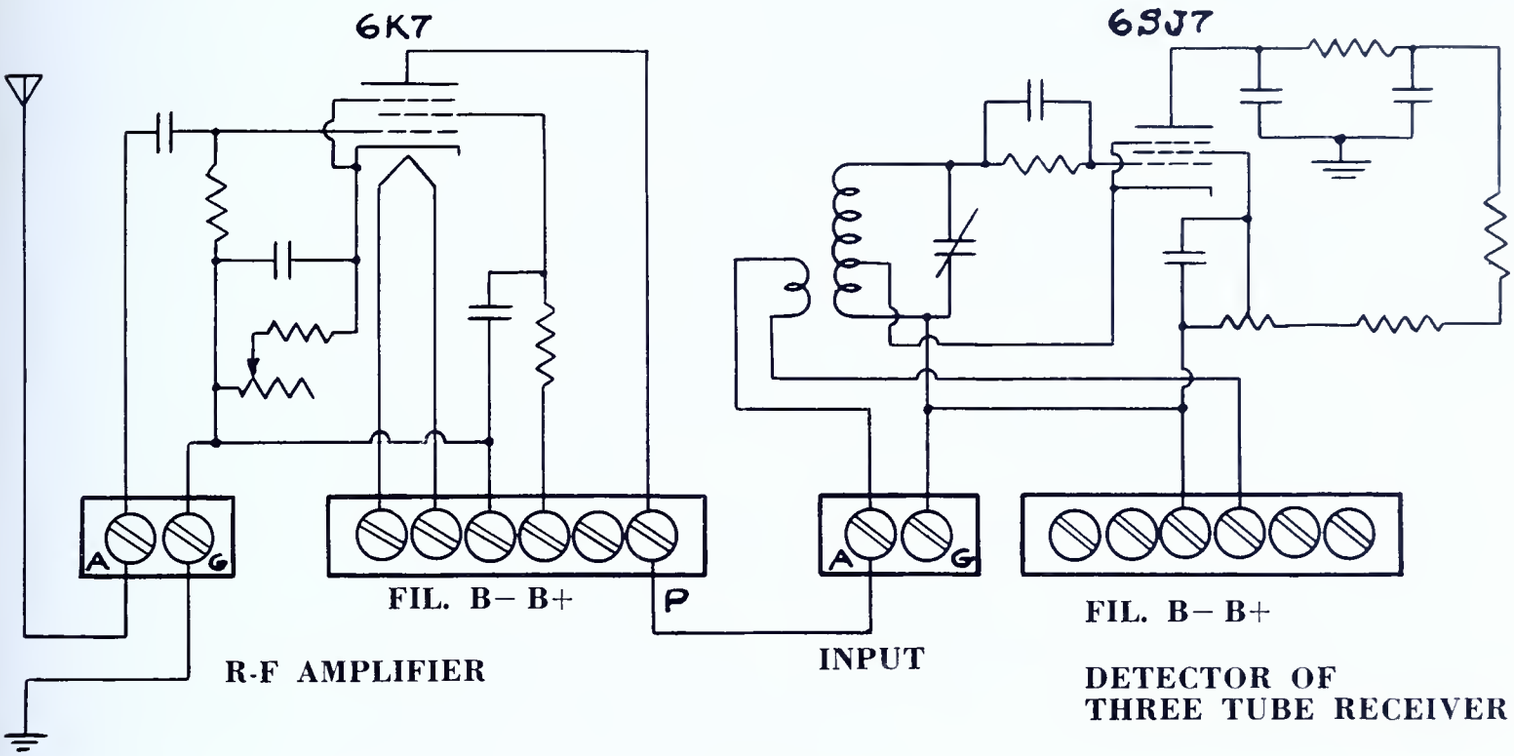

FIG. 5
The r-f amplifier functions as follows: (Refer to Fig. 1) The r-f signal from the antenna is coupled to the grid of the 6K7 by the .001 mfd. capacitor. This capacitor isolates the grid from d-c or a-c power voltages which may accidentally be applied to the antenna and thus prevents damage to the tube. The 10,000 ohm resistor connected between grid and chassis provides an electrical path for electrons to flow between grid and chassis but does not short out the r-f signals. The r-f signals are amplified by the tube so they are of much greater strength in the plate circuit. The plate is connected to the primary winding of the r-f coil in the three tube receiver so that the amplified signal is selected by the tuned circuit of that coil before it is demodulated. See Fig. 5
13. Connect lead from "P" of r-f amplifier to "A" of receiver. See Fig. 5.